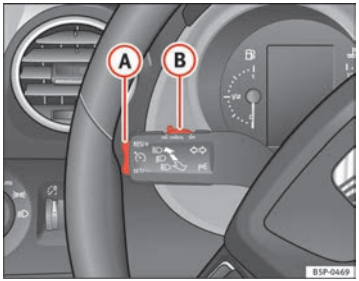

Fig. 152 Indicator and main beam headlight lever: switch and rocker switch for the cruise control
– Press the lower part **SET/-** of the rocker switch ⇒ fig. 152 (A) once briefly when you have reached the speed you wish to set.